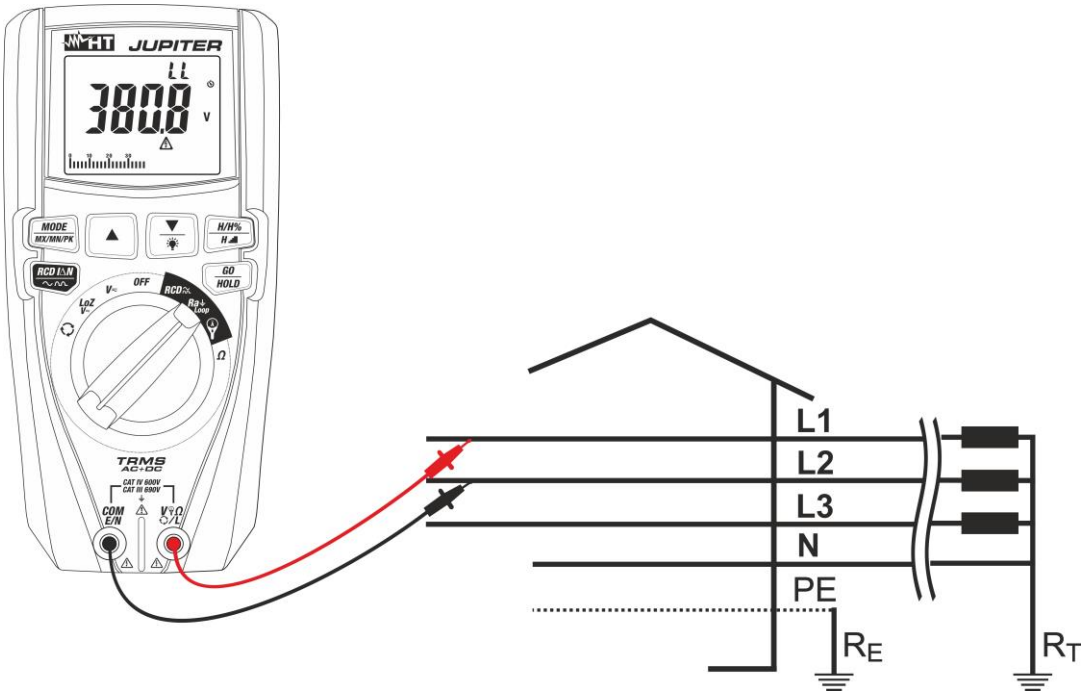

Fig. 27: Utilisation de l'instrument pour mesurer l'impédance de Loop L-L avec embouts.
9. **Pour mesurer la Loop L-L** si on utilise les embouts de mesure, introduire le conducteur rouge dans la borne d'entrée **VΩL** et le conducteur noir dans la borne d'entrée **COM/E/N** puis connecter l'instrument à l'installation sous test (voir Fig. 27). La valeur de la tension Phase-Phase apparaît à l'écran.